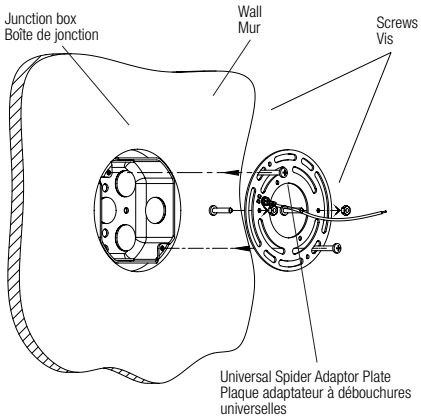

Fig. 1b
4. Install the Universal Spider Adaptor Plate on the wall recessed junction box by screwing the two screws (Fig. 1b).
4. Installer la plaque adaptateur à débouchures universelles sur la boîte de jonction encastrée dans le mur en vissant les deux vis (Fig. 1b).